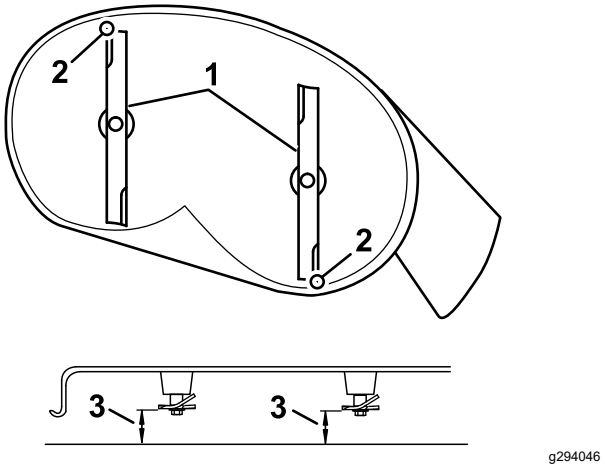
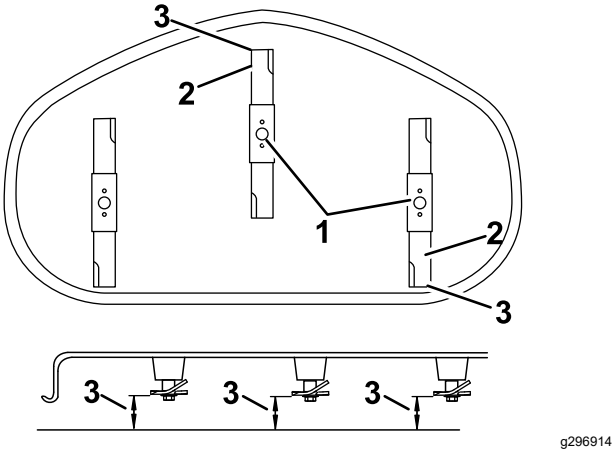

Figuur 66
Figuur 67
4. Draai de messen voorzichtig rond, totdat ze in de lengterichting wijzen (Figuur 66).
5. Meet de afstand tussen de rand van het voorste mes en het horizontale oppervlak, en de afstand tussen de rand van het achterste mes en het horizontale oppervlak (Figuur 66 of Figuur 67).
4. Controleer de schuinstand nogmaals na het instellen, ga door met het instellen van de moer totdat de rand van het voorste mes 1,6 tot 7,9 mm lager staat dan de rand van het achterste mes (Figuur 66).